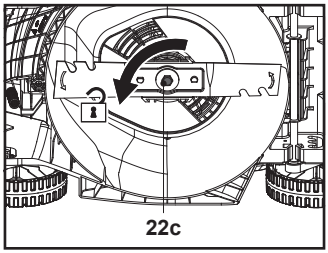

**Rys. 19**
1. Spód kosiarki oraz ostrze tnące (22) należy utrzymywać w czystości. Usuwać ścinki z tylnej rury wylotowej (21).
3. Ostrze tnące (22) powinno być ostre, aby zapewnić wysoką wydajność koszenia. Zużyte lub uszkodzone ostrze tnące wymienić na nowe tego samego typu lub przekazać do naostrzenia przez wykwalifikowanego specjalistę.
4. Poluzować śrubę mocującą (22c), obracając w lewo za pomocą odpowiedniego elektrycznego klucza udarowego (rozmiar nasadki 13 mm) (rys. 19) i zdjąć ją razem z płaską podkładką (22b) i ostrzem (22).